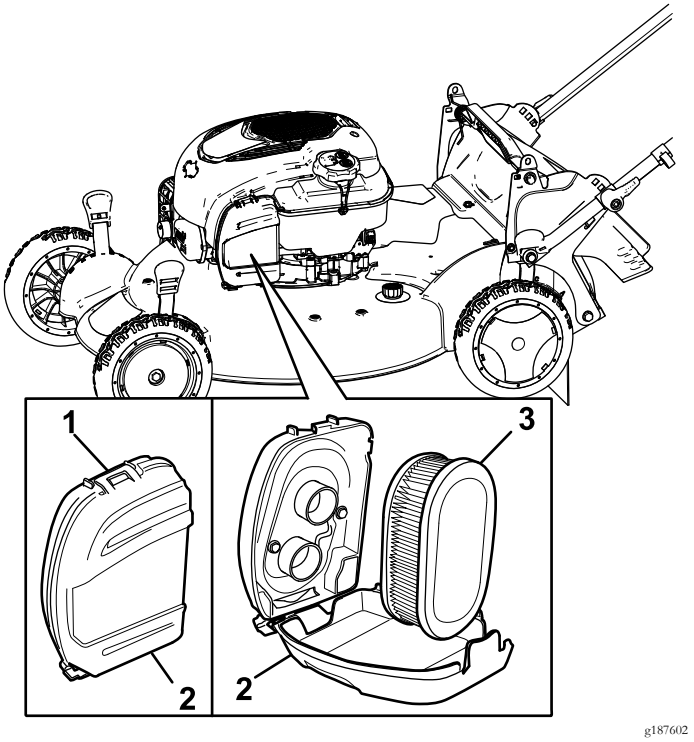

Рисунок 27
1. Расфиксируйте защелку в верхней части крышки воздушного фильтра (Рисунок 27).
2. Извлеките воздушный фильтр (Рисунок 27).